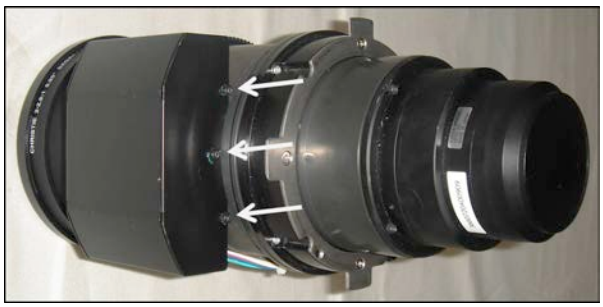

Figure 3-3 Motor cover removal
1. Remove lens motor cover by removing screws shown in ***Figure 3-3***.